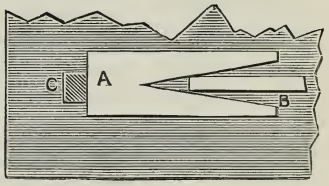

Fig. 3.—Wedge for Holding Boards.
Another simple plan for holding a narrow bit of material on edge is that sketched in Fig. 3, where the shaded part is the top of the bench, with the usual planing stop (C). Instead of the end of the work resting directly against this stop, a piece of thick board, about 6in. long, intervenes, cut out in a large notch as shown. The thickness of this auxiliary piece depends on that of the work, of which the edge to be planed must, of course, stand a little above it, but the thicker it is the more support will it afford to each side of the bit of board. It is essential that the sides of the V shaped notch should be perpendicular, or the work will not stand upright; and, if preferred, the latter may be further supported by a wedge shaped piece on each side between it and the inside or walls of the notch, but this is not generally needed.